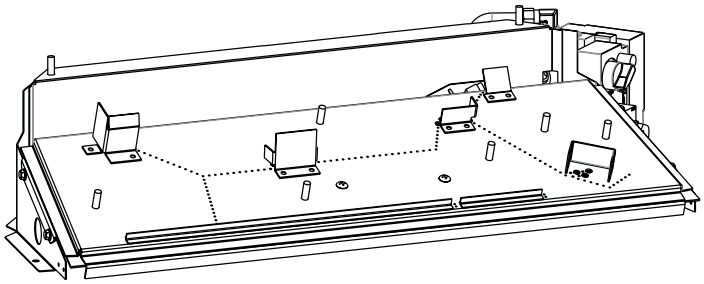

Figure 10
Assembly Procedure: (Figures 10 and 11)
2. An anchor hole is provided in the two bottom side burner support. After centering the burner correctly, mark the hole positions on the fireplace/firebox floor. Drill two (2) 5/32" diameter holes approximately 1-1/2" deep for masonry screws or 1/8" hole for sheet metal screws.
3. Anchor the burner to the fireplace/firebox floor using the screws provided. Refer to Figure10.